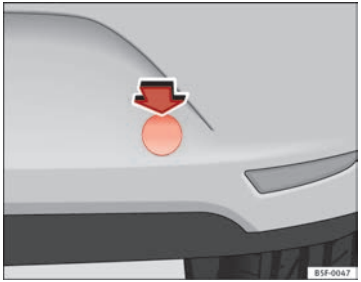

Fig. 175 Right side of the rear bumper: cover cap
– To remove the bumper cover, press the *upper* side of the cover inwards -arrow- and remove the cover by levering on the *left* side ⇒ Fig. 175.